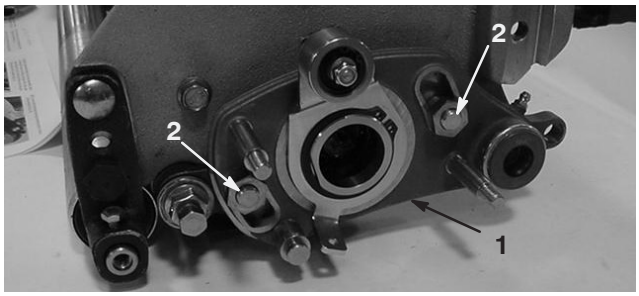

Figure 41
8. Remove the (2) locknuts securing the groomer drive assembly to the side plate adapters (Fig. 41).